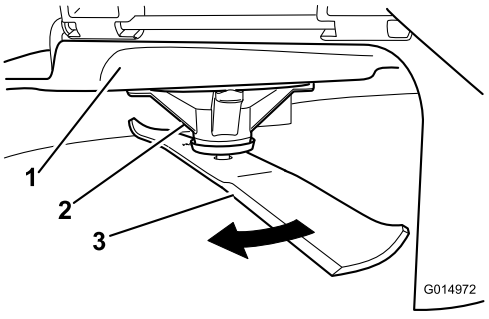

Rysunek 60
2. Korzystając z grubych rękawic lub innej ochrony dłoni, powoli obracaj ostrzem i ustaw je w pozycji, w której będzie można zmierzyć odległość między krawędzią tnącą a poziomą powierzchnią, na której stoi maszyna (Rysunek 60).